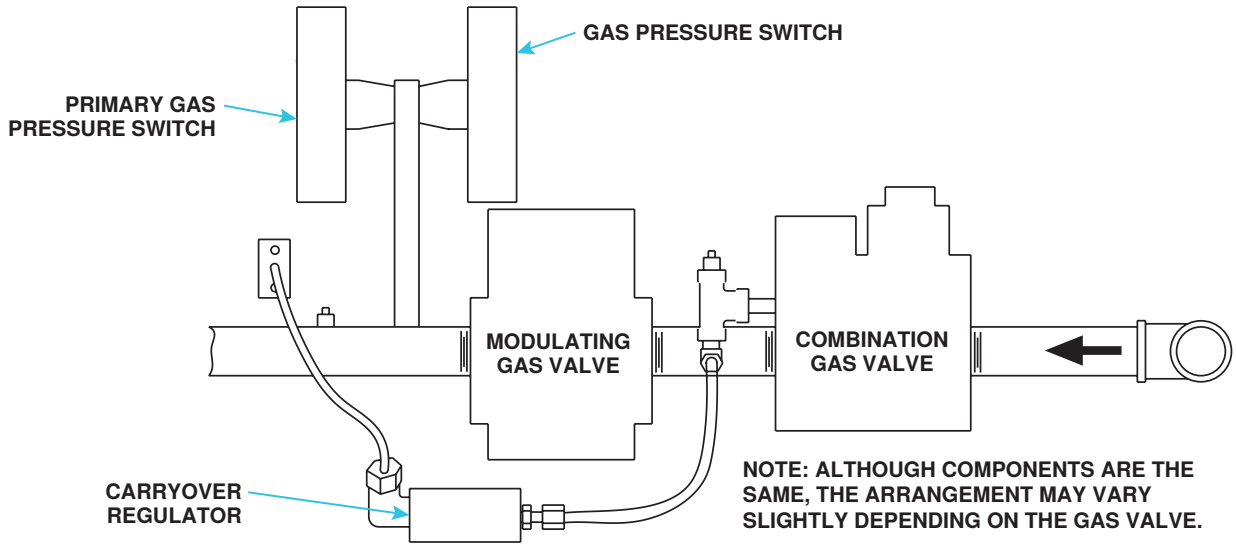

Figure 32. Typical Manifold Arrangement with Electronic Modulation
- **Electronic Modulation Between 25% and 100% Firing Rate (Options AG39 and AG41):** The furnace closest to the blower is equipped with the electronic modulation option. The other furnace(s) have two-stage burner control from outside air temperature sensors identified as heat stage controllers. Option AG41 provides 6:1 turndown with two furnaces and 8:1 turndown with three furnaces. The furnace will ignite at any input rate in the available range and will maintain average thermal efficiencies equal to or greater than the thermal efficiency at full fire. The gas train (see **Figure 32**) includes a single-stage gas valve, a modulating valve, and two gas pressure switches. The burner rack is equipped with one flash carryover and a regulated gas lighter tube system. The carryover lighter tube receives its gas supply through the regulator simultaneously with the gas to the burner. Control of the system is through a Maxitrol amplifier (see **Figure 31**) with a corresponding remote temperature dial. The gas supply (refer to pressure requirements in **Table 22**) connects to the single-stage gas valve. To compensate for additional pressure loss through the modulating valve, the single-stage gas valve has a custom outlet pressure setting higher than when it is used on a standard gas manifold. The pilot tubing connects to the pilot port on the single-stage gas valve. When the valve receives a call for heat from the amplifier and pilot is established, gas flow from the single-stage valve goes to both the modulating valve and the regulated lighter tube system. When the signal from the amplifier to the modulating valve requires less-than-high fire operation, the modulating valve functions to lessen the gas flow to the burner to reduce the input rate to that which is necessary to maintain the desired temperature. When the input rate is reduced enough to decrease the gas pressure to 1.1 IN WC, the primary gas pressure switch in the manifold activates the gear motor that controls the bypass damper in the venter/combustion air system. The bypass damper opens to divert some of the incoming air directly into the flue duct to reduce air flow through the burner. Safety switches monitor the position of the bypass damper. When the gas pressure rises to >1.1 IN WC, the bypass damper closes. Although the sensor has a mixing tube, at this distance from the discharge it does not receive a true mix, so the temperature read by the sensor will be slightly higher than the actual air entering the ductwork. The system will provide comfort level heat if the selector is set slightly lower to compensate for this reading. The offset temperature will vary with the application. If a direct correlation of these two temperatures is required, move the duct sensor to a location in the ductwork about 10–12 feet (3–3.7 meters) from the furnace discharge. This uniquely-designed modulation system requires combustion air pressure settings different from the standard system. Refer to **Table 20** for the approximate combustion air proving switch settings at sea-level operation. Refer to the **Troubleshooting Bypass Combustion Air Damper Safety Circuit on Units with Option AG39, AG40, AG41, or AG42** section for troubleshooting.